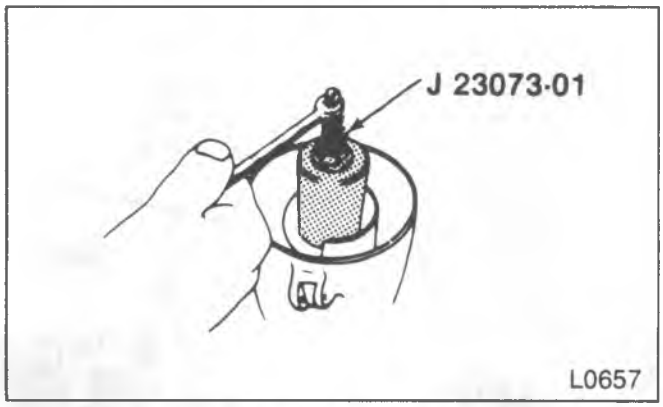

Figure 29—Installing Shift Tube Assembly
12. Shift tube (194) into the lower end of the mast jacket (192).
- Place the nut on the threaded end of the tool and pull the shift tube (194) into the housing (figure 29).
13. Bearing support washer (180) and retaining ring (179). Pull the shift lever housing up far enough to compress the lock plate washer.
15. Screws (173) through the support and into the lock plate (181).
- Screws (173) to 6.8 N•m (60 in. lbs.).
- Align the lower bearing adapter (195) with the notches in the jacket (192).
16. Adapter (195) into the lower end of the jacket (192) (column shift models).
17. Lower bearing (196), bearing reinforcement (197) and retaining clip (198) (column shift models).
- Align the retaining clip (198) with the slots in the reinforcement (197), jacket (192) and adapter (195).
- On floor shift models, install the lower bearing (203), retainer (204) and retainer screws (205).
18. Centering spheres (169) and anti-lash spring (170) in the upper shaft (168).
19. Lower shaft (172) from the same side of the spheres that the spring ends protrude.
20. Steering shaft assembly into the shift tube (194) from the upper end. Carefully guide the shaft through the shift tube (194) (column shift models) and bearing.
21. Ignition switch actuator rod (167) through the shift lever housing and insert it in the slot in the bearing support.
- Extend the rack (166) downward from the bearing housing.
22. Bearing housing (159) over the steering shaft (168).
- Engage the rack (166) over the end of the actuator rod (167) (figure 29).
- With the release lever (163) installed, hold the lock shoes (152 and 153) in the disengaged position.
23. Bearing housing (159) over the steering shaft (168) until the pivot pin (156) holes line up.
24. Pivot pins (156).
- Place the bearing housing (159) in the full "up" position.
25. Tilt lever spring guide (147), spring (146) and retainer (145).
- With a suitable screwdriver, push the retainer (145) in and turn clockwise to engage it in the housing.
26. Tilt lever opening cap (144).
27. Turn signal housing (138) and retaining screws (133).